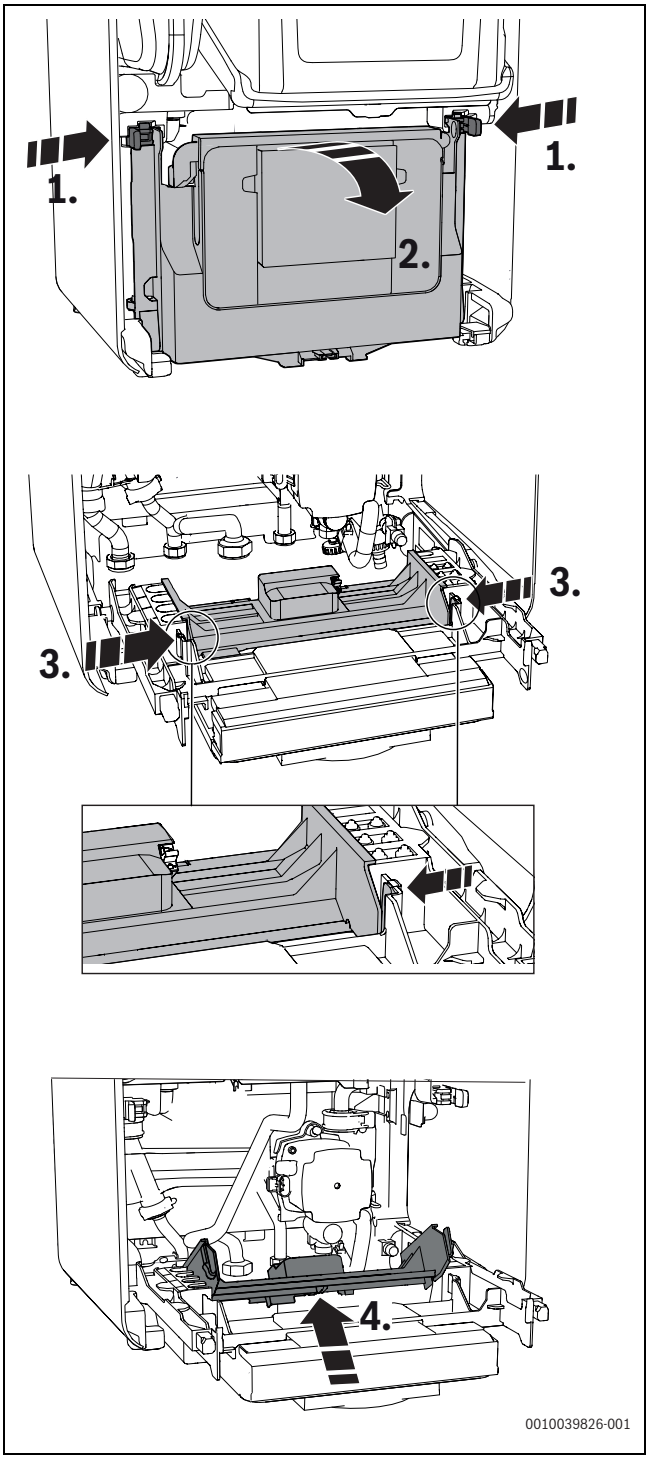

Fig. 44 Ouvrir l'appareil de commande
- ▶ Rabattre l'appareil de commande (→ fig. 44).